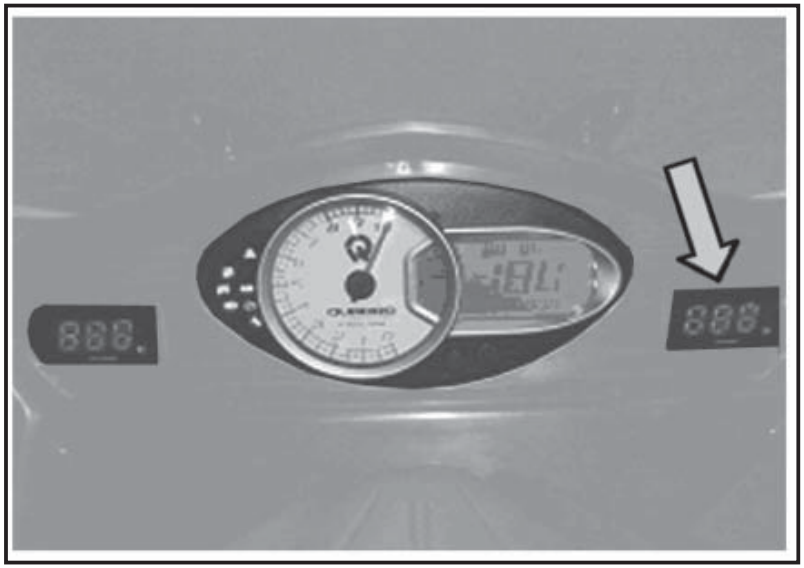

Fig. 01 QSI0059
6.12 LÍQUIDO REFRIGERANTE (Fig. 01)